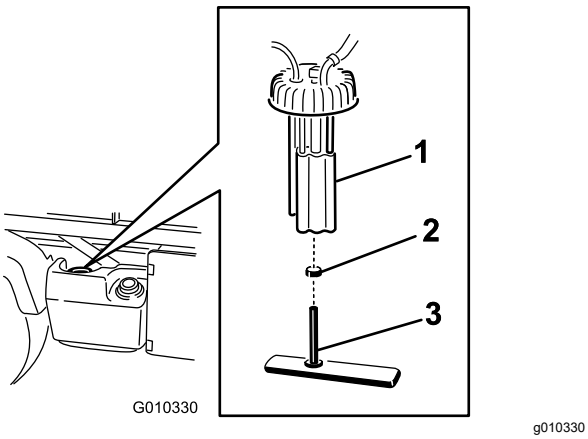

Figuur 39
2. Koppel de bedrading van de brandstofpomp los (Figuur 39).
3. Maak de slangklem los en ontkoppel de brandstofleiding van de dop van de brandstofpomp (Figuur 39).
4. Verwijder de dop van de brandstofpomp die boven op de brandstoftank zit (Figuur 39).
5. Verwijder de brandstofpomp en het brandstoffilter van de tank (Figuur 39).
7. Verwijder de slang van de fitting (Figuur 39).